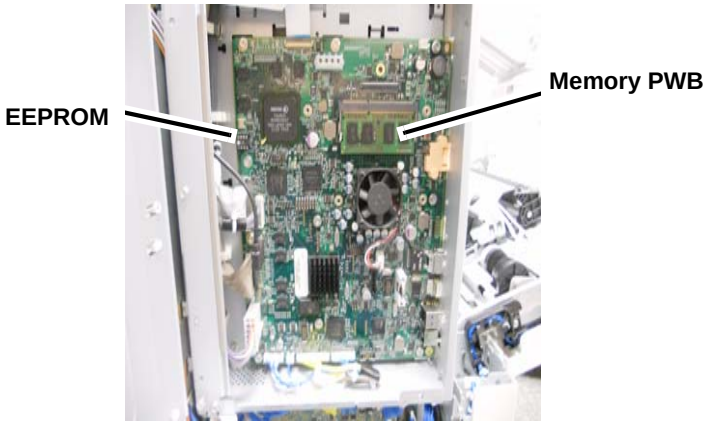

Figure 5 EEPROM and Memory PWB
a. Remove the EEPROM and Memory PWB from the old SBC PWB and install it onto the new one (Figure 5).